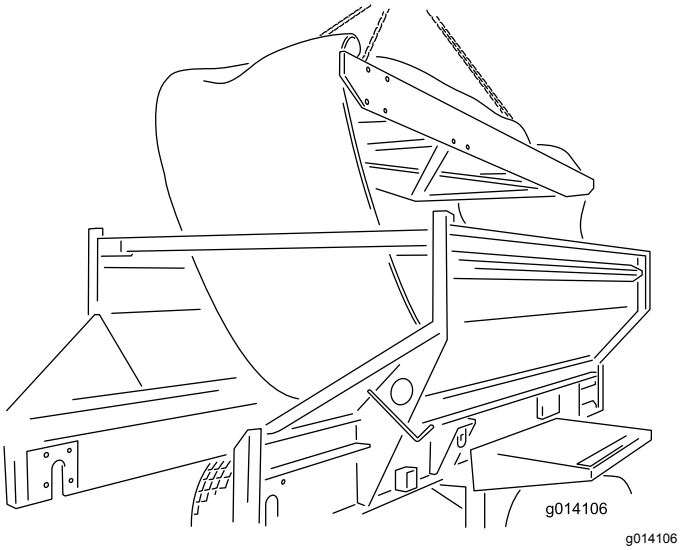

Figur 60
24. Afmonter indsatsen ved at løfte den ud fra toppen af maskinen. Anbring den på jorden (Figur 60).